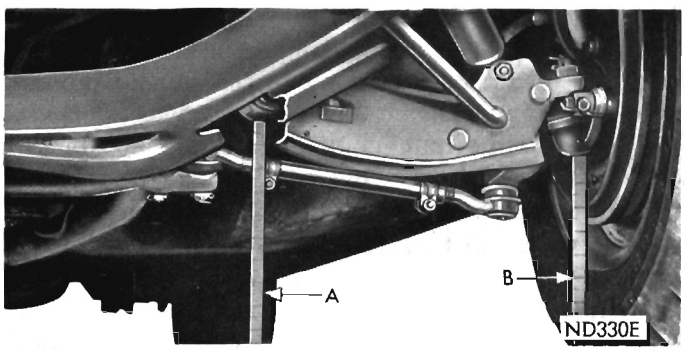

Fig. 2—Measuring Front Suspension Height
(1) Clean all foreign material from bottom of steering knuckle arm assemblies and from lowest area of the height adjusting blades directly below center of lower control arm inner pivots.
(2) Jounce vehicle several times releasing it on downward motion.
(3) Measure distance from lowest point of one adjusting **blade** to floor (Measurement A) and from lowest point of steering knuckle arm, at the centerline, on same side (Measurement B) to floor (Fig. 2). **Measure only one side at a time.**